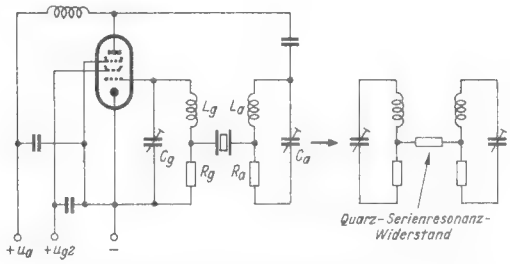

Bild 15. Heegenerschaltung mit einer Röhre
6. Heegener-Schaltung mit einer Röhre (Bild 15)